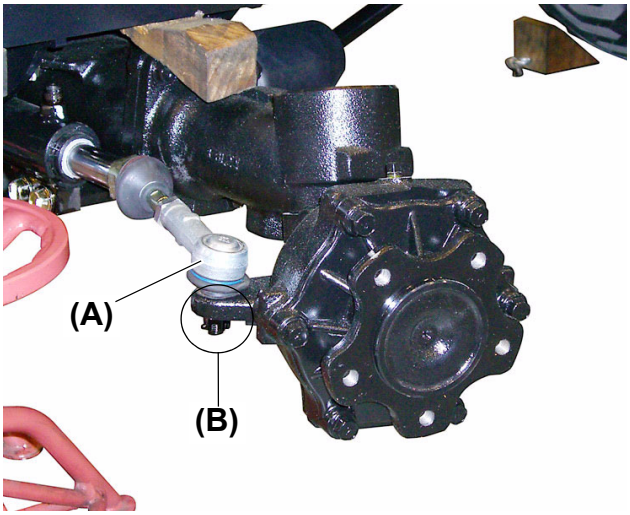

Fig. 2
1. Remove the cotter pin from the castle nut **(Fig. 2, (B))**.
(Remove the 1/8 × 1 in. (3.2 × 25 mm) cotter pin and M12 castle nut **(Fig. 2, (B))** that connects the tie rod **(Fig. 2, (A))** to the front axle. (This should be applied to the right and left sides.))